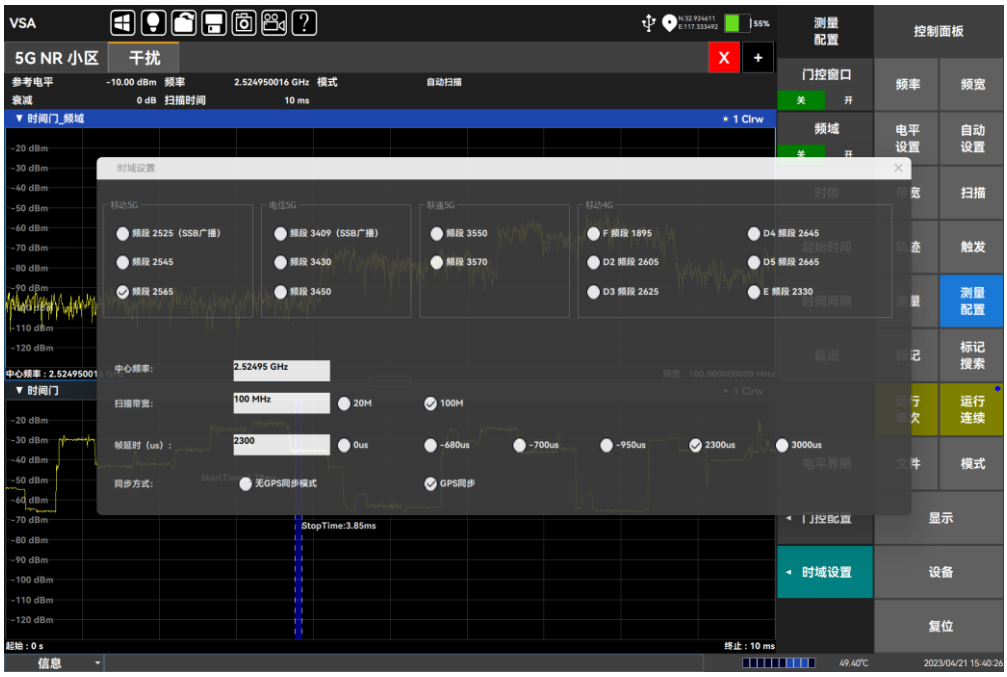

图 7.16 时间门选择
- 选择**【移动 5G】**、**【频段 2565】**，选择**【GPS 同步】**。如图 7.16 所示：